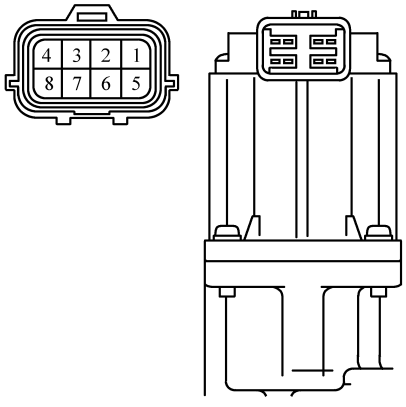

图 6-61　EGR 位置传感器
⑧ EGR 位置传感器，见图 6-61。
EGR 位置传感器是霍尔式传感器，它包括 +5V 电源电路、接地、U 信号电路、V 信号电路和 W 信号电路，见图 6-61。